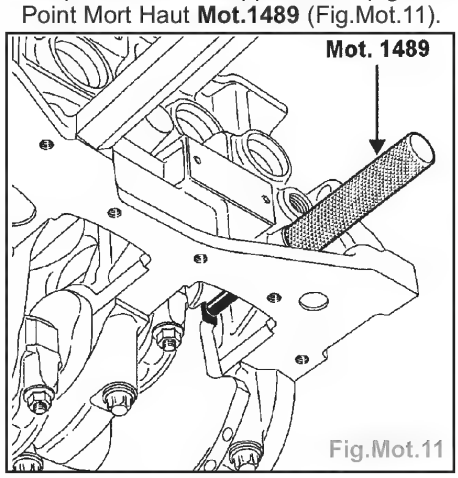
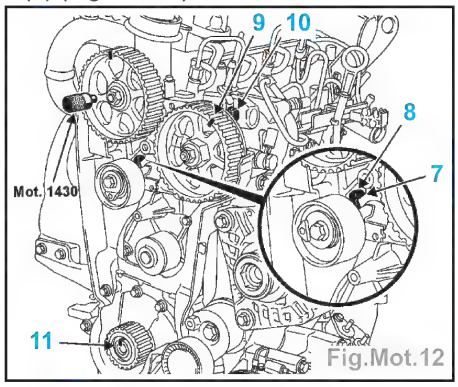

Fig.Mot.11
Fig.Mot.12
- Tourner le moteur dans le sens horaire (côté distribution) jusqu'à ce que le vilebrequin vienne en appui sur la pige de Point Mort Haut **Mot.1489** (Fig.Mot.11).
- Veiller à ce que l'ergot (7) du galet tendeur soit bien positionné dans la rainure (8) (Fig.Mot.12).
- le repère de la poulie de la pompe haute pression (9) soit en face de la tête de vis (10),
- le vilebrequin soit bien en appui sur la pige de Point Mort Haut **Mot.1489** (Fig.Mot.11) (la rainure (11) du vilebrequin doit être vers le haut) (Fig.Mot.12).
- les vis de fixation (flèches) de pompe à eau et la sortir par le dessus (Fig.Mot.12).